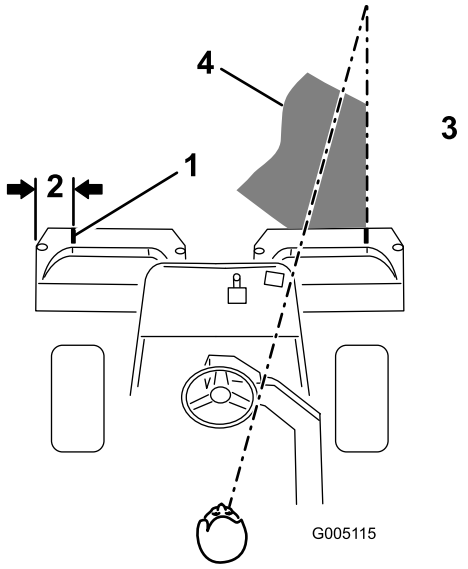
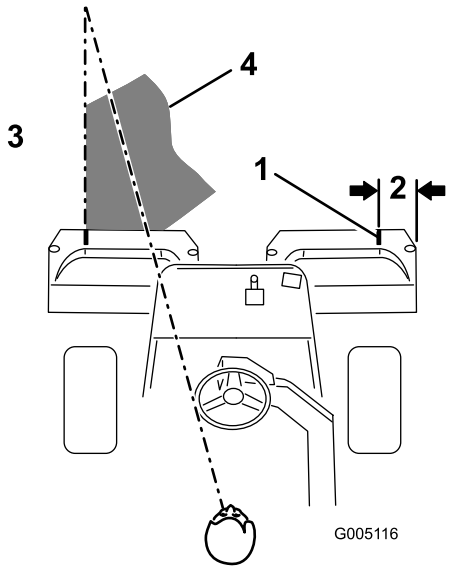

Figur 23
Figur 24
2. Placera en bit vit tejp eller måla en linje på varje korg parallellt med korgens ytterkant (Figur 23).
3. Överlappa den tidigare klippremsan så lite som möjligt under nästkommande vända. Etablera en tänkt siktlinje ca 1,8 till 3 m framför maskinen så att du klipper i en rak linje över greenen och håller maskinen på ett jämnt avstånd från förra klippvändans kant (Figur 23 och Figur 24). En del tycker att det är användbart att inkludera rattens ytterlinje som del i siktlinjen, d.v.s. att hålla rattkanten i linje med en punkt som alltid är på samma avstånd från maskinens framkant (Figur 23 och Figur 24).